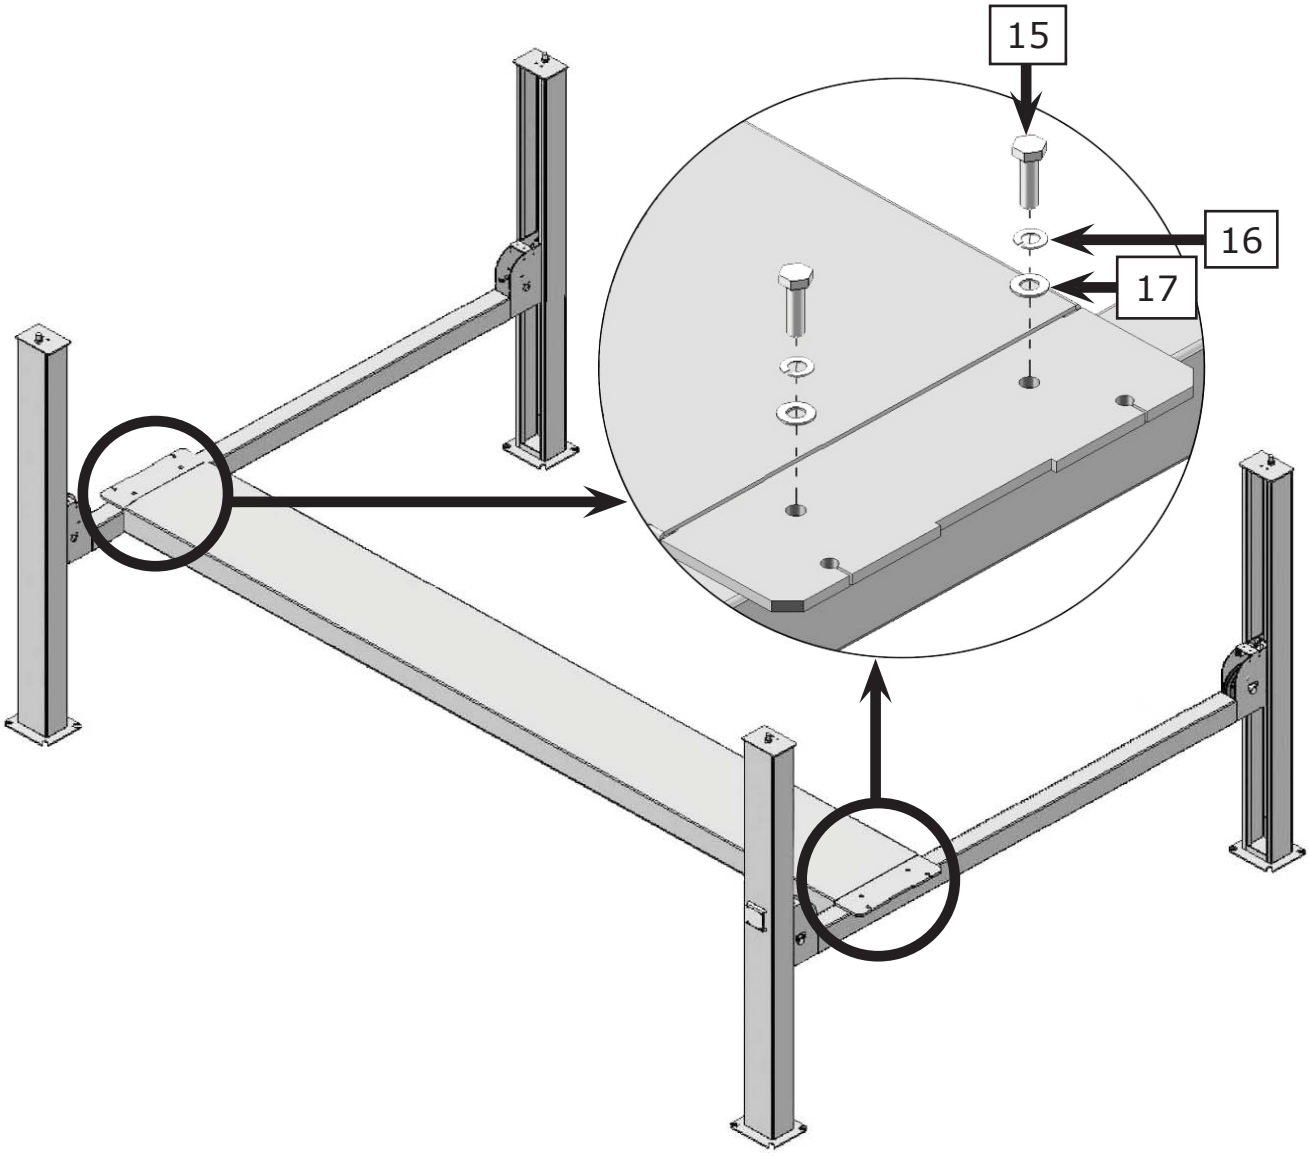

Fig. 19
2. Install the platform to Cross Beam with a forklift or other lifting device **(See Fig. 19).**